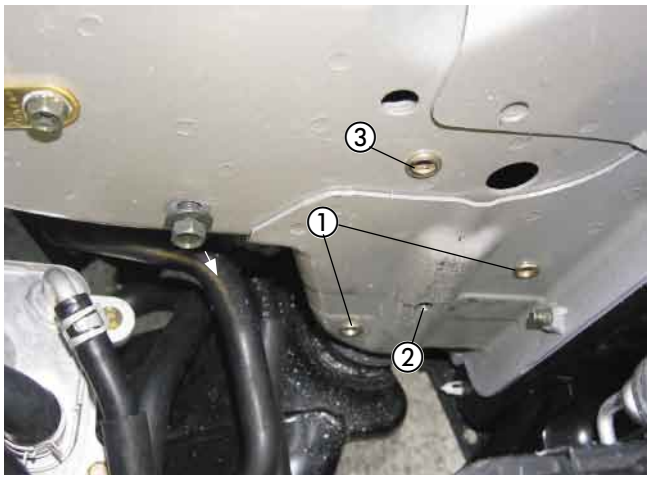

Bild 1
Den oberen Befestigungspunkt ③ (Bild 1) am Längsträger markieren, mit Ø 9 mm bohren und eine Blindnietmutter M6 einziehen.
Anschließend auf der Sicke des linken Längsträgers die noch fehlende Bohrung ② (Bild 1) durch die obere Befestigungsbohrung der Halteschraube des Heizgerätes markieren und mit Ø 8 mm bohren.